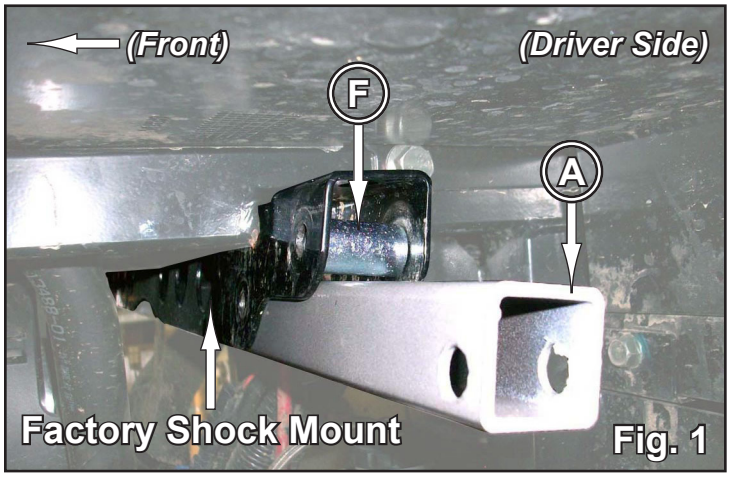

Fig. 1
1. Slide Shock Bracket Support (A) through factory Shock Mount and insert 32mm Lg. Spacers (F) into each end. See Page 6, Figs. 1 - 1c.
- Install Front Brackets (B)(C) to Shock Bracket Support (A) and secure with M10-1.50 x 60mm Lg. HHCS (X) and M10-1.50 Nylock Nuts (Y). See Page 6, Figs. 1 - 1c.
3. Install Tie Rods (BB). See Page 8.
4. Install Differential Spacer Kit (FF). See Page 9.
2. Install Bushings onto shaft. See Fig. 1.
1. Install Ball and Socket to Rack and Pinion. Use Loctite. See Fig. 1.
2. Remove, and keep, Jam Nut from Ball and Socket. See Fig. 1.